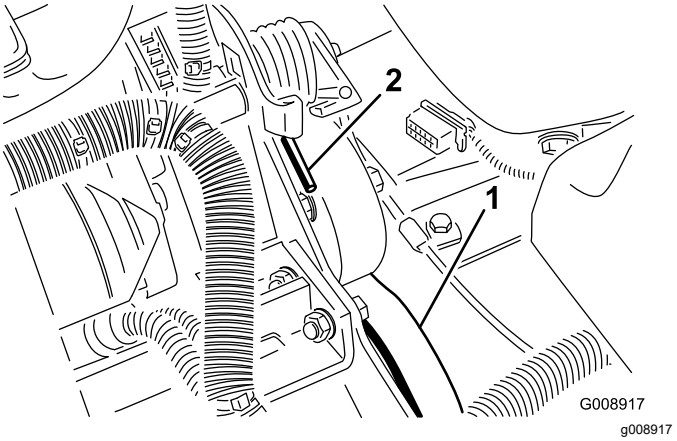

Figur 74
3. Tryck fjäderänden (Figur 74) nedåt och framåt för att kroka av den från fästet och lätta på fjäderspänningen.